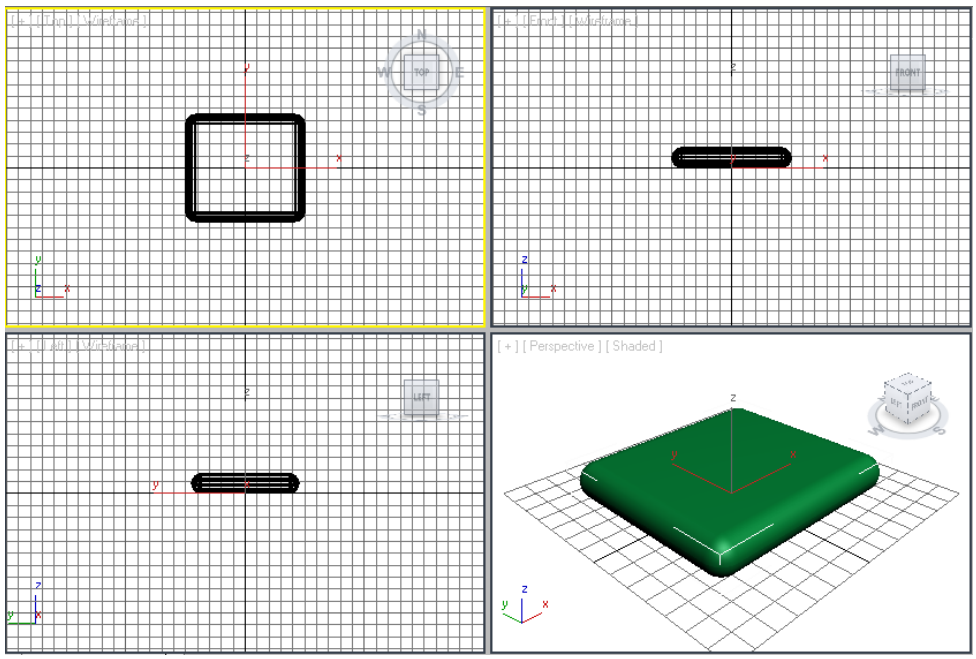

Figure 3-70 The chamfer box created for the seat support of the chair
4. Now, make sure that the chamfer box is selected. In the **Parameters** rollout, set the value to **10** in the **Fillet Segs** spinner; the chamfer box is modified, as shown in Figure 3-70.